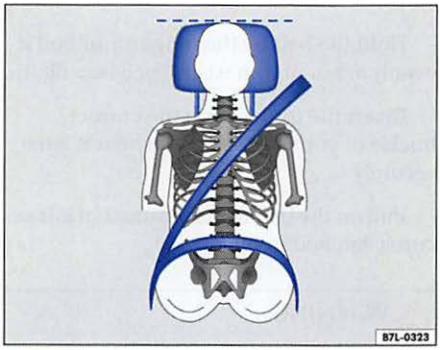

Fig. 13 Head restraint and safety belt position as seen from the front
- **The safety belt must lie flat and snug on the occupant's upper body ⇒ fig. 13.**